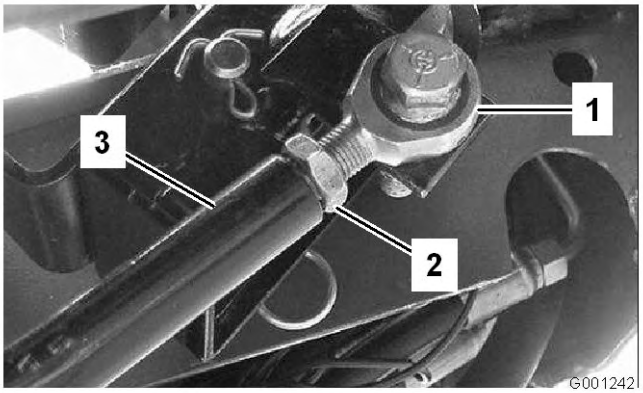

Figure 68
3. Si un autre réglage est nécessaire, réglez la tige de commande de déplacement (Figure 68) comme suit :